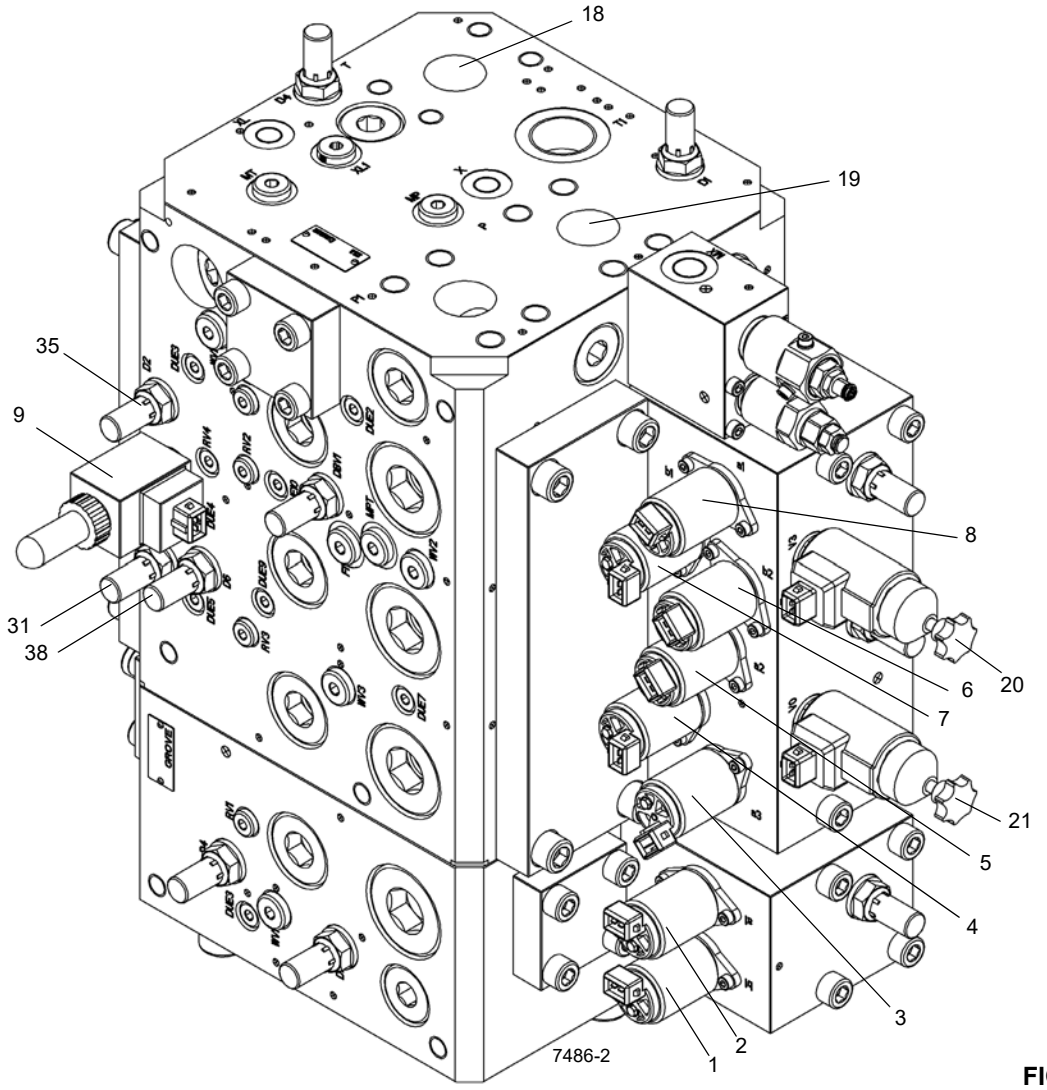

FIGURA 2-33
As principais válvulas de controle direcional (Figura 2-33) direcionam e controlam a vazão do fluido hidráulico a partir das bombas até a elevação da lança e os cilindros telescópicos e motores do guincho. A válvula está localizada no lado externo da placa lateral direita da superestrutura. O banco de válvulas é removido e instalado como um conjunto.
**FIGURA 2-33 continuação**